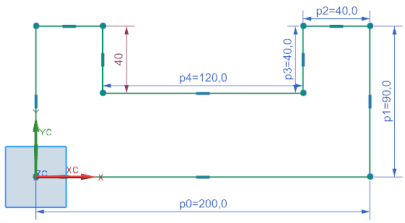

Figure 2-56 *Sketch after drawing the lines*
14. Press the ESC key twice to exit the **Profile** tool. The sketch after drawing the lines is shown in Figure 2-56.